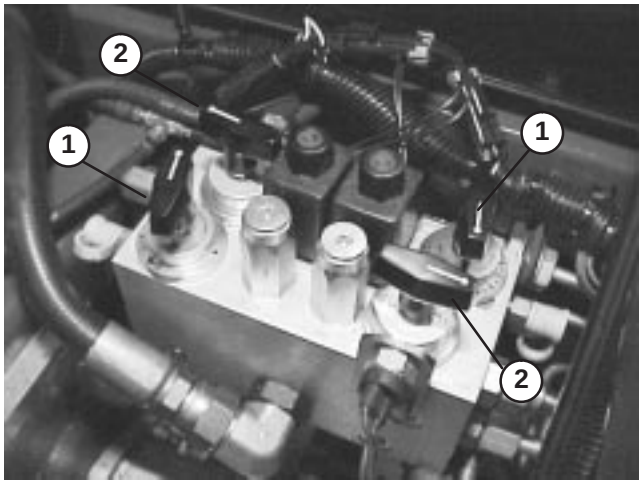

Figure 72
3. Locate the reel speed selector knobs and backlap knobs (Fig. 72). Rotate the desired backlap knob(s) to the backlap position and the desired reel speed selector knob(s) to position **1**.